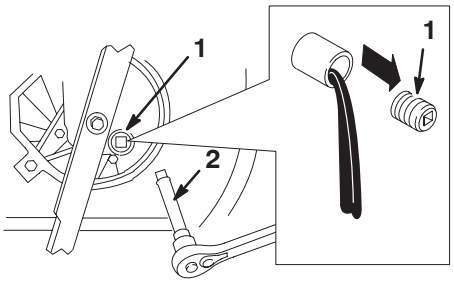

Figure 21
5. Remove the oil drain plug, return the lawn mower to its operating position, and allow the oil to drain into the drain pan (Fig. 21).